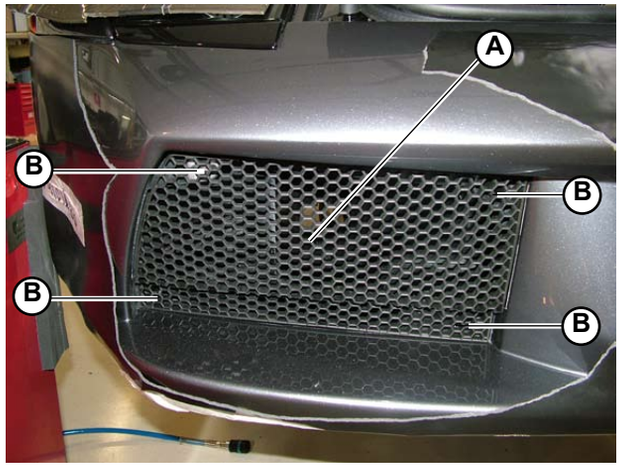

Fig.1
1. Secure the grids (**A-Fig.1**) to the front bumper using the 4 screws (**B-Fig.1**).